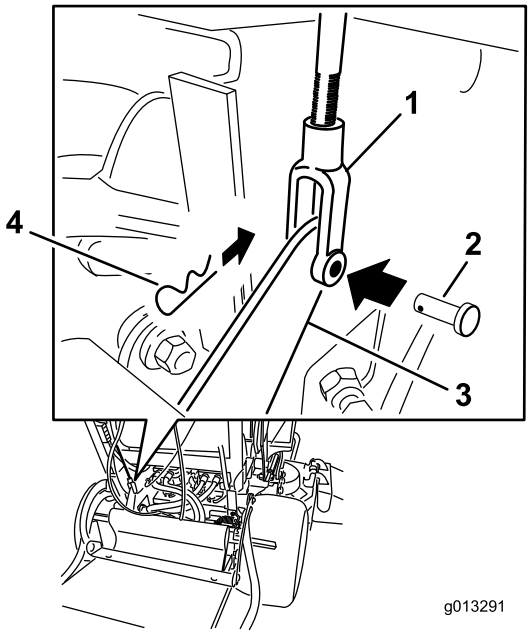

Figuur 62
4. Om de rem af te stellen, verwijdert u de borgpen en de gaffelpen uit de onderste remhendel en de gaffel (Figuur 62).
7. Bevestig de gaffel aan de onderste remhendel met de borgpen en de gaffelpen (Figuur 62).